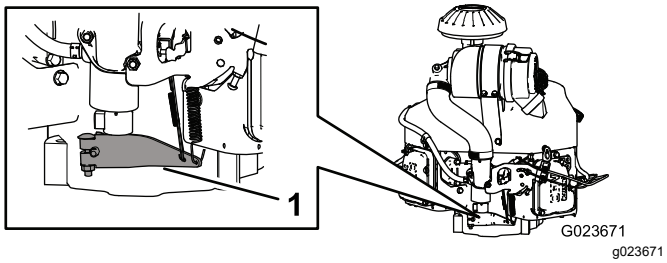

Figure 70
3. Push the spring end of the governor arm downward (Figure 70).